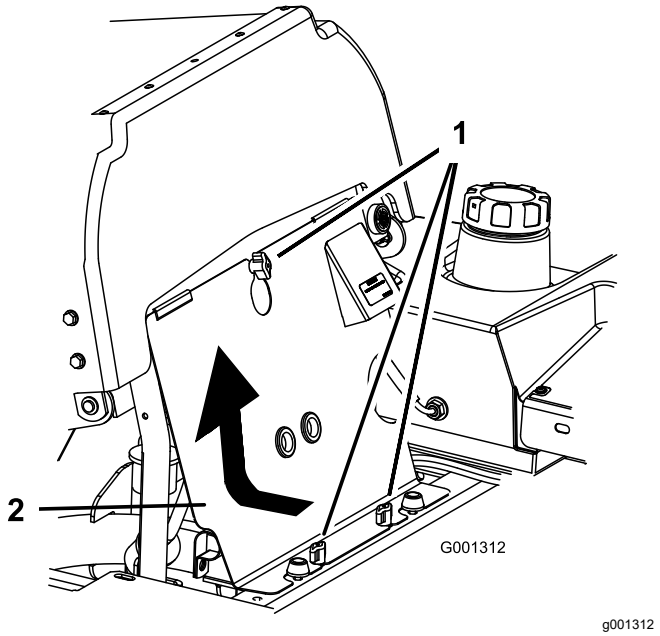

Figur 87
3. Lossa rattarna på den främre motorkåpan och ta bort panelen (Figur 87).